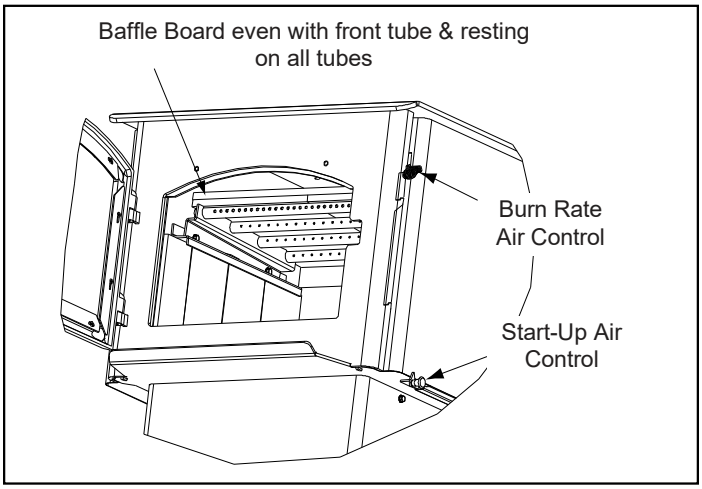
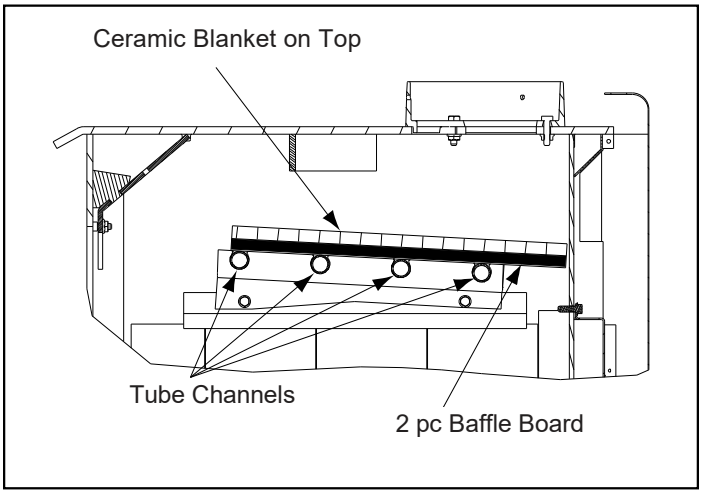

Figure 12.1
Figure 12.2
1. Confirm the baffle is correctly positioned. It should be even with the front tube and resting on all tubes **(Figure 12.1 and Figure 12.2).**